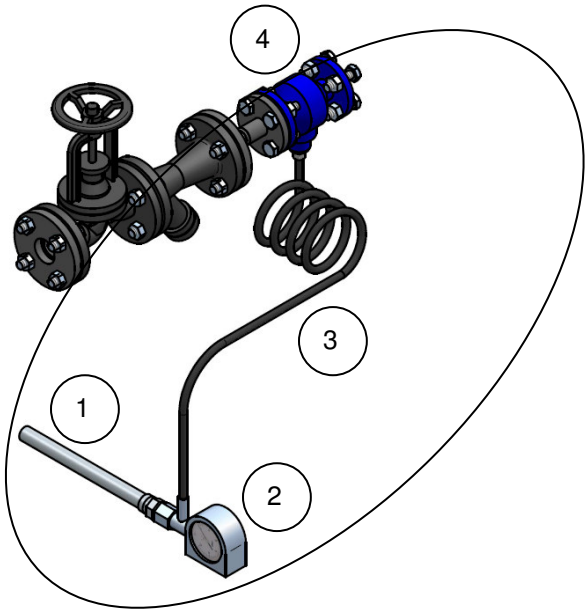

Рис. 8
Открытие клапана осуществляется при помощи термометрической системы для активации терморегулирующего клапана (рис. 8) и состоит из чувствительного к температуре элемента (1), исполнительный механизм клапана (2), механизма-индикатора настройки установленного значения (4) и капилляра (3), который связывает чувствительный элемент с исполнительным механизмом.